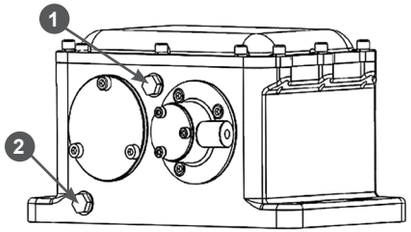

Рис. 20 Замена масла в вибраторе
3. Открутите болт 1 сливного отверстия и слейте топливо из поплавковой камеры карбюратора (Рис. 20).
В вибратор заливается моторное масло SAE30. Полный объем масла в вибраторе составляет 400 мл. Для поддержания вибратора в рабочем состоянии необходимо менять масло в вибраторе строго в соответствии с графиком ТО. Первая замена масла в вибраторе должна быть через первые 50 часов работы виброплиты, последующие замены масла в вибраторе через каждые 200 часов работы виброплиты. Отверстия для заправки масла и контроля уровня масла в вибраторе находятся с левой стороны вибратора (смотреть по ходу движения) (Рис. 20).
2. Очистите зону вокруг пробок заливного и контрольного отверстий (Рис. 20).
5. Открутите пробку 2 контрольного отверстия и слейте масло через контрольное отверстие в подготовленную для этого емкость (Рис. 20). Внимательно осмотрите слитое масло на предмет наличия в нем металлических частиц.